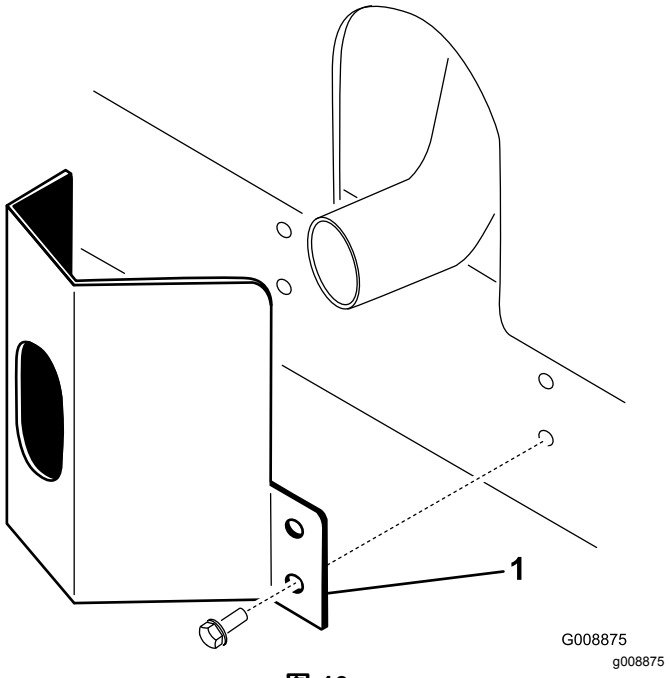

图 10
1. 将排气护罩放到消声器旁边同时将安装孔与机架中的孔对齐图 10。
2. 用 4 个自攻螺丝将排气护罩固定到机架上图 10。